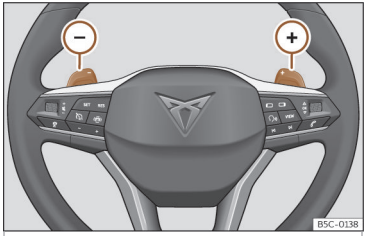

Fig. 158 Volante: leve per il cambio automatico.
- Premere la leva a bilanciere del cambio ⊕ per inserire una marcia superiore››› **fig. 158**.